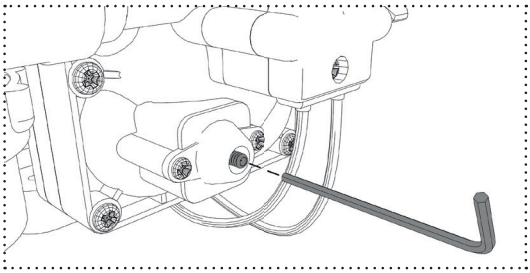

Fig. 11: Ajustar la derivación
1. Extraiga completamente el tornillo girándolo en sentido antihorario (fig. 11).